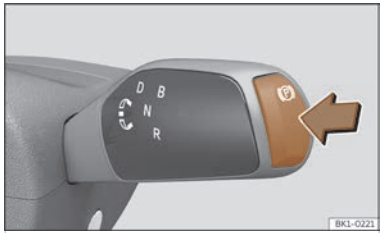

Fig. 134 On the gear selector: electronic parking brake button.
- While the vehicle is stationary, press the button Ⓟ ››› **Fig. 134**.
- Press the Ⓟ button ››› **Fig. 134**. The electronic parking brake is activated.